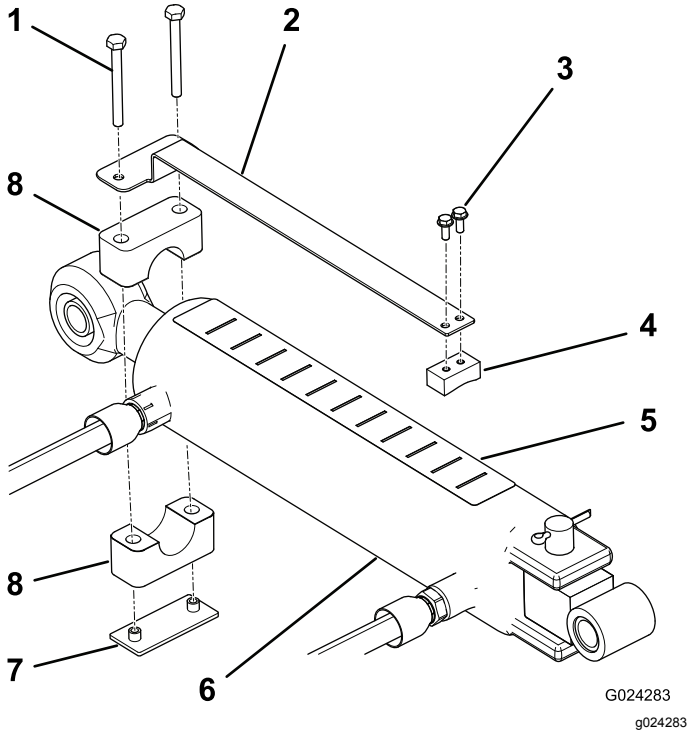

Figuur 8
1. Monteer de dieptemaat aan de platte zijkant van het schuifblok met twee machineschroeven (nr. 10 x ½"). Plaats de onderdelen zoals wordt getoond in Figuur 8.
2. Gebruik de pijpklem, lasplaat en 2 schroeven (¼" x 2½") om de dieptemaat losjes te monteren op het stanguiteinde van de cilinder van de bovenste schakel (Figuur 8). Zorg dat de klemmen los genoeg zijn opdat ze naar de gewenste stand kunnen worden gedraaid.
4. Plak de sticker voor de werkdiepte op de bovenzijde van de cilinder op een plaats die zichtbaar is voor de bestuurder en die niet in de weg zit, bijvoorbeeld van de hydraulische slangen (Figuur 8). Lijn de zijde van de sticker waar de letter 'J' op staat uit naar de beluchter.